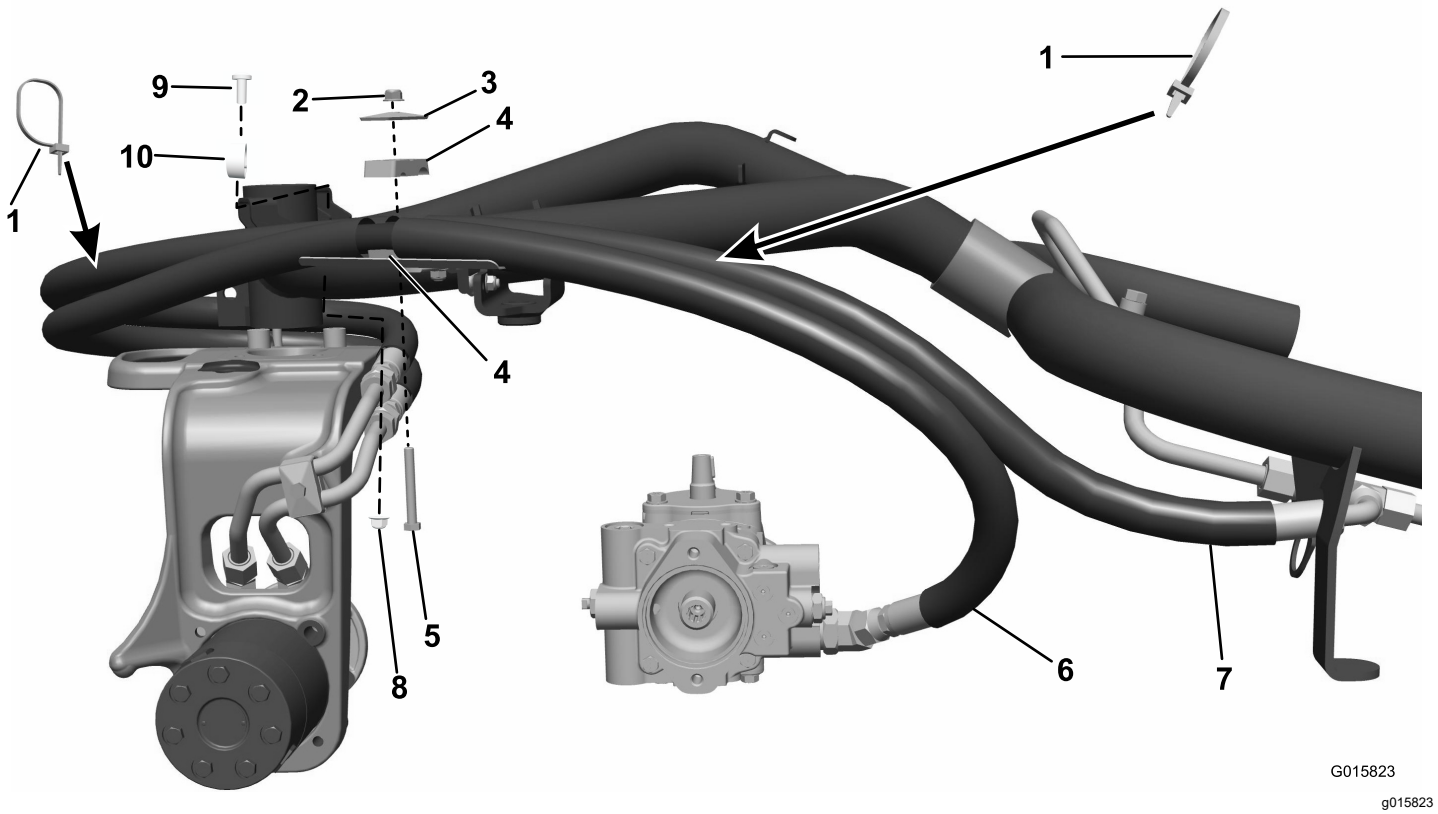
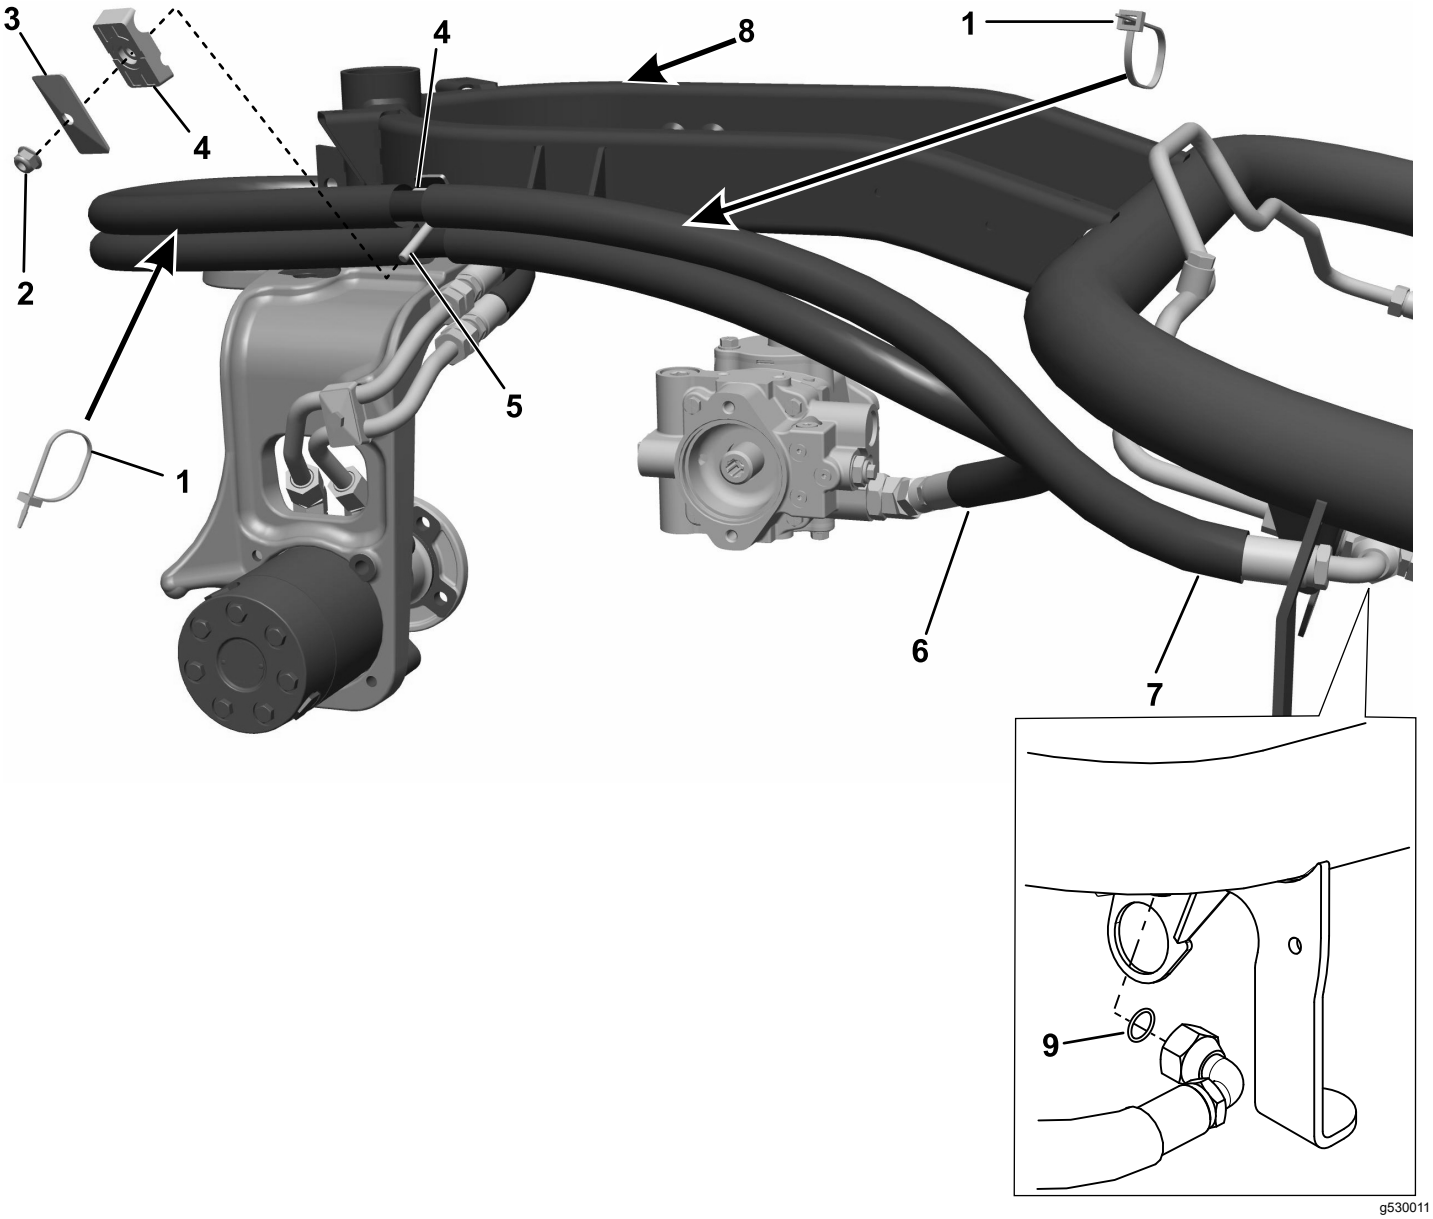

Figure 10
Figure 11
3. Install the hose with straight fittings at both ends through the guide on the castor fork and attach it to the lower steel line. Attach the opposite end to the lower hydraulic-pump fitting (Figure 10 or Figure 11).
4. Install the remaining hose through hose guide and attach to upper steel line. Attach the opposite end and O-ring to the upper tee fitting for front-wheel motor (Figure 10 or Figure 11).
5. Install both hose assemblies into the tube clamp at the hose cover split and attach it to the bracket. (Figure 10; or Figure 11).
9. Add the wire ties to the hose assemblies as shown (Figure 10 or Figure 11). Secure all hose ends, fittings, and clamps.